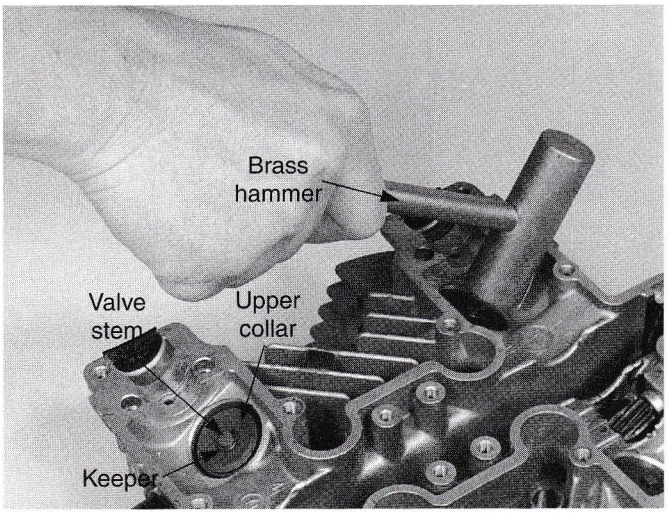

Figure 20-30. Using a soft faced hammer (plastic or brass), tap each valve stem to ensure firm seating of keepers in the upper collar.
6. To ensure the valve spring keepers are properly seated, lightly tap the end of the valve stem with a brass or plastic hammer, **Figure 20-30.**